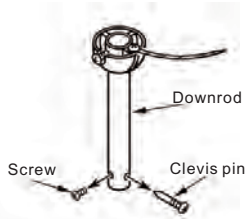

Fig.6
Paso 1: Retire el pasador de horquilla y el pasador de enganche del conjunto de la barra colgante. (Fig. 6)